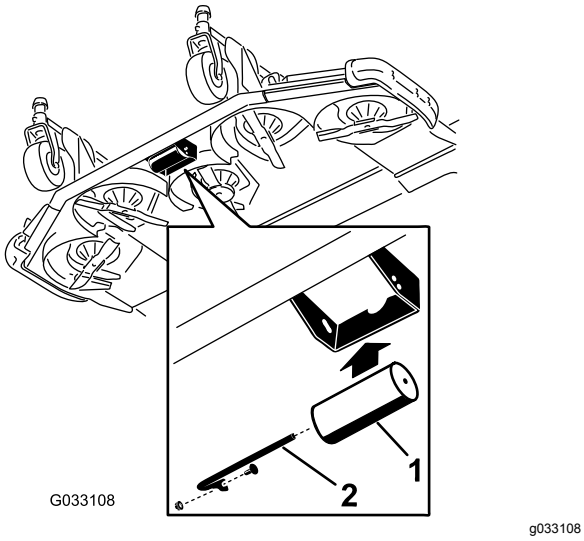

Figur 25
2. Passa in valsen med de översta hålen och montera axeln med skruven och muttern (Figur 25).